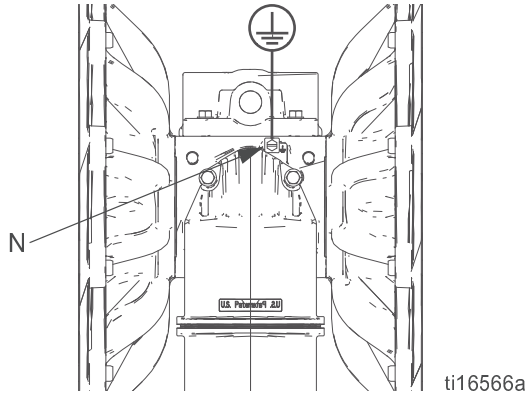

FIG. 3. Ground screw and wire
N Ground screw (Aluminum and stainless steel only, see FIG. 3, page 10)
Pump: See FIG. 3. Loosen the ground screw (N). Insert one end of a 12 ga. minimum ground wire behind the ground screw and tighten the screw securely. Connect the clamp end of the ground wire to a true earth ground. A ground wire and clamp, Part 238909, is available from Graco.